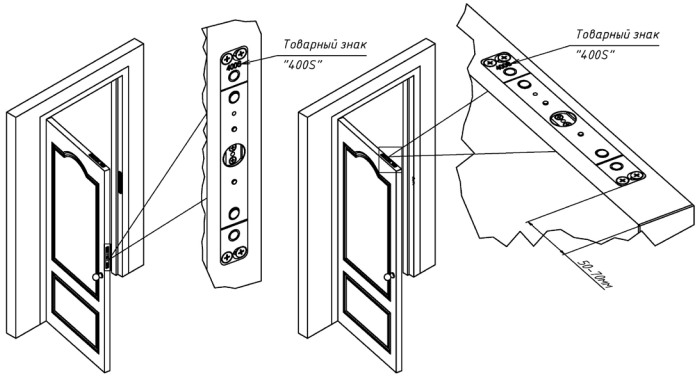

Рисунок 2 – Установка замка в вертикальном и горизонтальном положении
6.1 Корпусная часть замка ALM-400S монтируется в дверную коробку, якорная часть - в дверное полотно. Замок в вертикальном варианте установки монтируется в среднюю часть двери, замок горизонтального варианта устанавливается в верхней части двери (рисунок 2). Для раздвижных дверей якорная и корпусная части замка монтируются в соответствии с рисунком 3.
6.3 Якорная часть при вертикальной установке замка должна быть сориентирована по установочной метке в виде товарного знака «400S» направлением вверх. Для горизонтального варианта установки знак «400S» на якорной части должен ориентироваться в сторону оси поворота двери (рисунок 2).